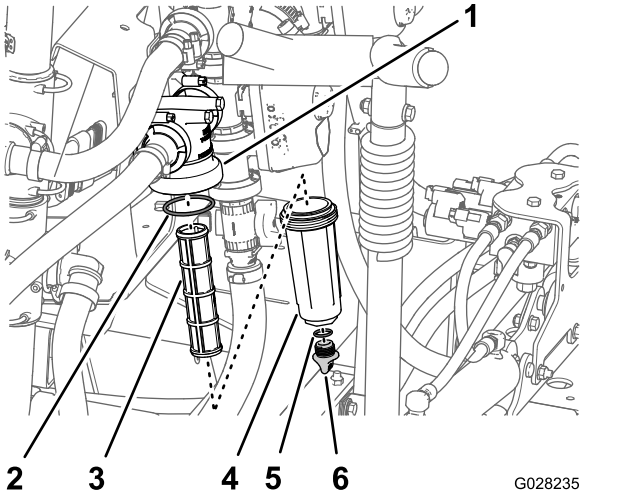

Bild 51
2. Stellen Sie eine Auffangwanne unter den Druckfilter (Bild 51).
3. Drehen Sie die Ablasskappe nach links und nehmen sie von der Glocke des Druckfilters ab (Bild 51).
4. Drehen Sie die Glocke nach links und nehmen den Filterkopf ab (Bild 51).
5. Entfernen Sie den Druckfiltereinsatz (Bild 51).
7. Prüfen Sie die Dichtung für die Ablassschraube (in der Glocke) und die Dichtung für die Glocke (im Filterkopf) auf Beschädigungen und Abnutzung (Bild 51).
8. Setzen Sie den Druckfiltereinsatz in den Filterkopf ein (Bild 51).
9. Befestigen Sie die Glocke am Filterkopf und ziehen sie mit der Hand an (Bild 51).
10. Befestigen Sie die Ablassschraube am Anschlussstück unten an der Glocke und ziehen sie mit der Hand an (Bild 51).